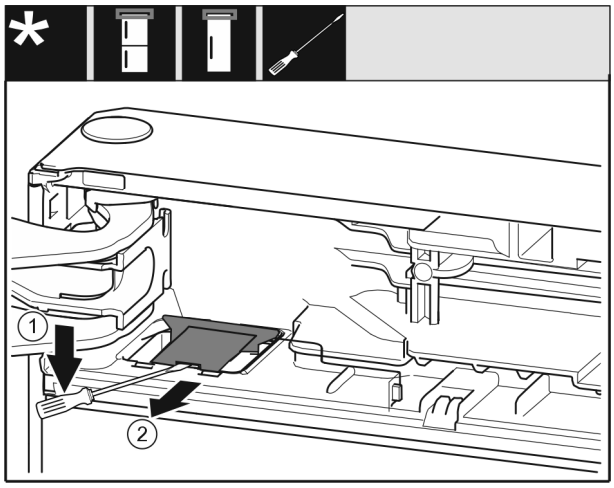

*Fig. 11*
- ▶ Met een platte schroevendraaier de afdekking *Fig. 11 (1)* losmaken.
- ▶ Afdekking *Fig. 11 (2)* eruit trekken.